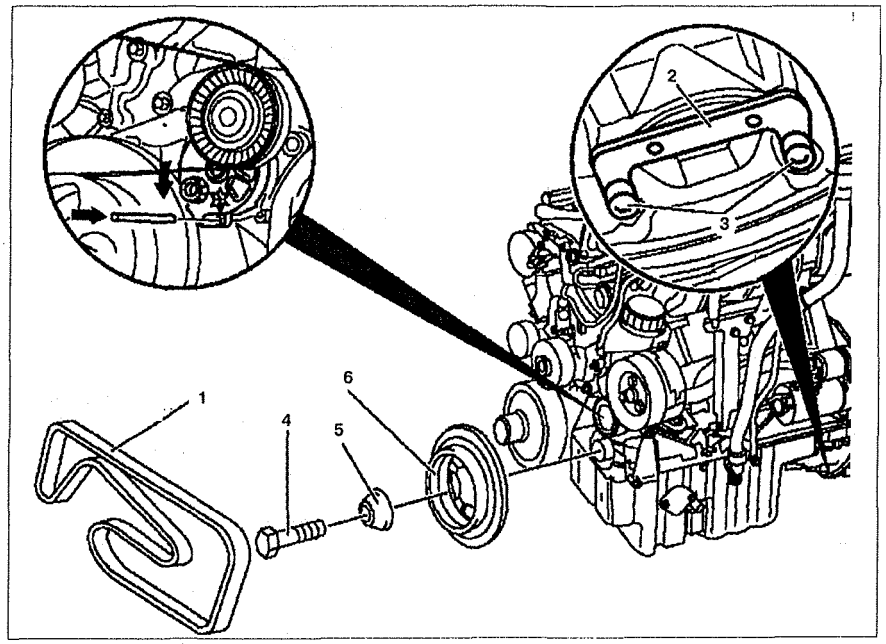

Рис. 5.10. Канавочный шкив коленчатого вала:
2. Зафиксируйте маховик фиксатором **2** (см.рис.5.10).